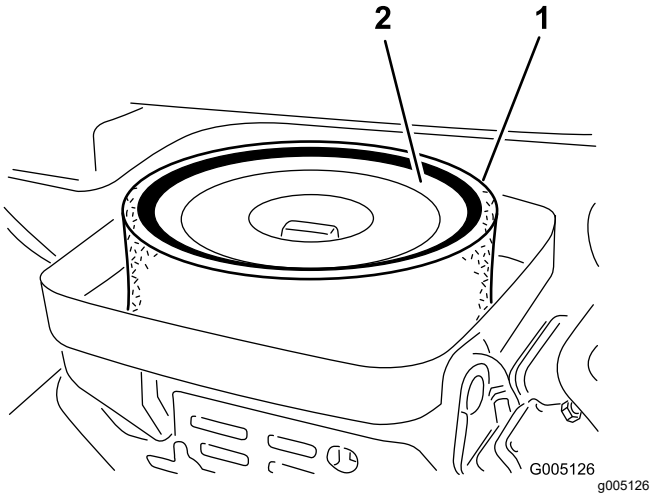

Figuur 26
3. Maak de vleugelmoer los waarmee de elementen zijn bevestigd aan de luchtfilterbehuizing (Figuur 26).
4. Als het schuimelement vuil is, moet u dit verwijderen van het papierelement (Figuur 26) Dit moet grondig worden gereinigd. Ga hierbij als volgt te werk: